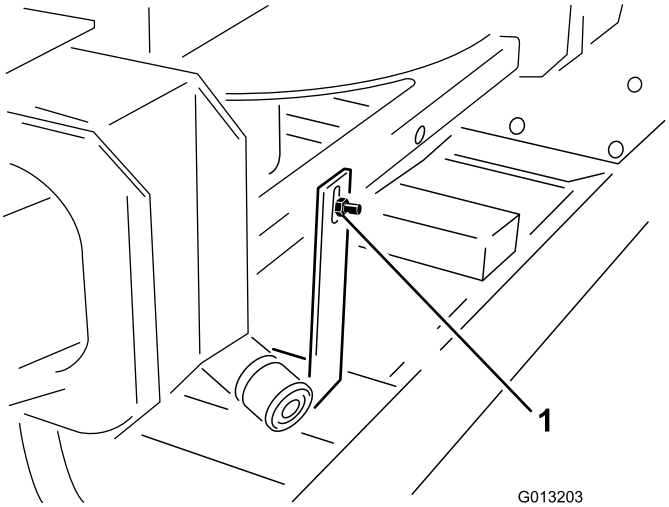

Figuur 3
2. Verwijder achteraan de dubbele spinner de bout en moer waarmee de transportbeugel van het hefwerktuig van de machine aan de dubbele spinner zit (Figuur 3).